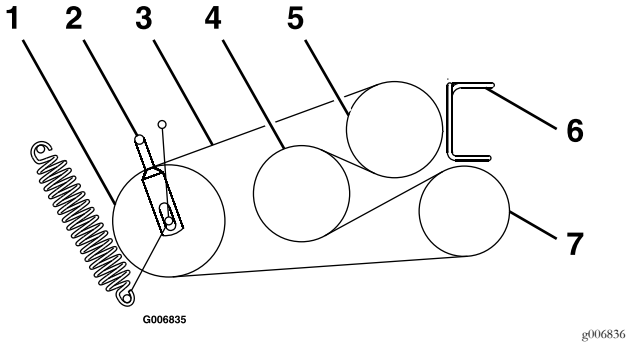

Figure 26
5. Loosen belt guides "A" and "B" (See Figure 26).
7. Route new belts onto sheaves as shown in the decal located on the back of the left drive shield (see Figure 26).